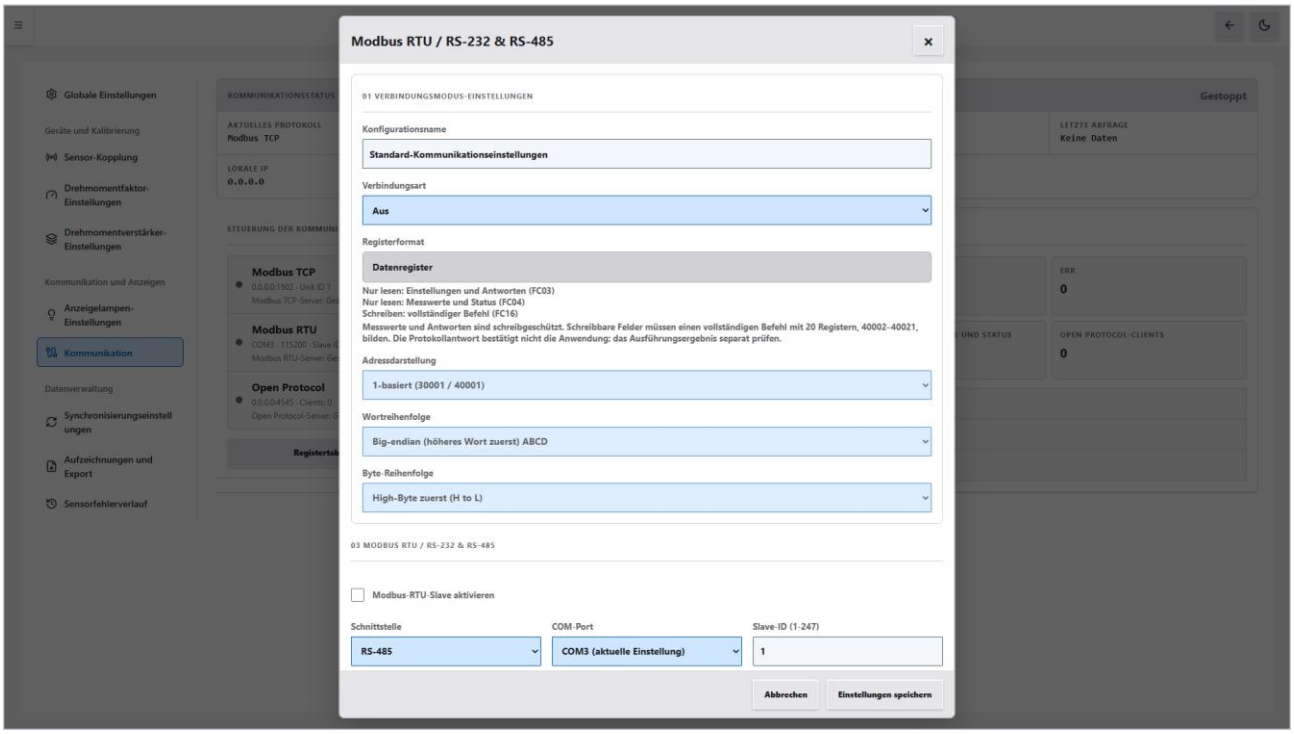

Abbildung 13-3 Einstellungsfenster Modbus RTU
2. Öffnen Sie in TMS „Kommunikationseinstellungen“, und klicken Sie rechts in der Zeile „Modbus RTU“ auf ⚙. Das Fenster „Modbus RTU / RS-232 & RS-485“ wird geöffnet (siehe Abbildung 13-3).